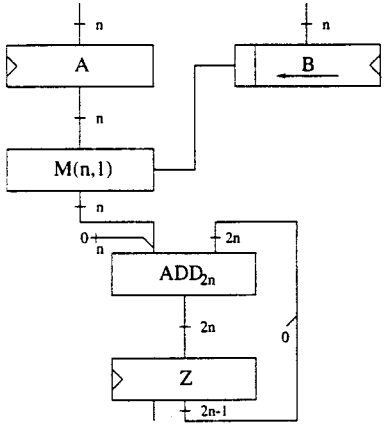

Abbildung 2: Aufbau des Multiplizierers M(n,n)
3. Der Schaltplan des Multiplizierers M(n,n) ist in Abbildung 2 dargestellt.